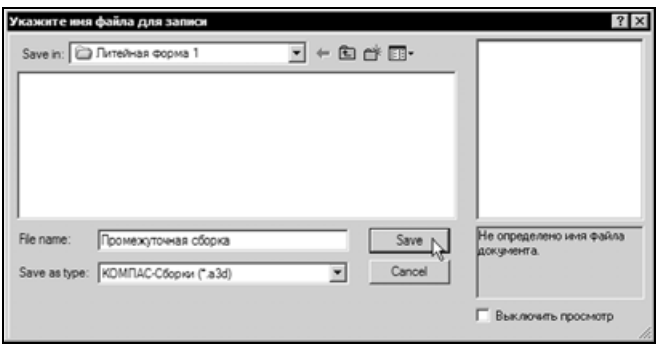

Рис. 8.87
- Сохраните новый документ в папке Литейная форма-1 под именем Промежуточная сборка (рис. 8.87).